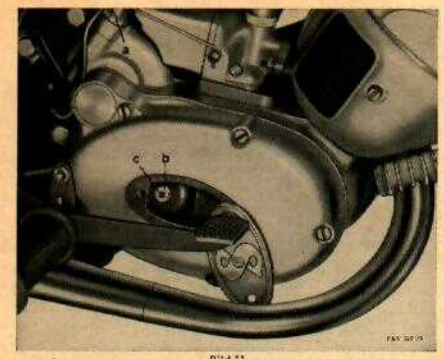
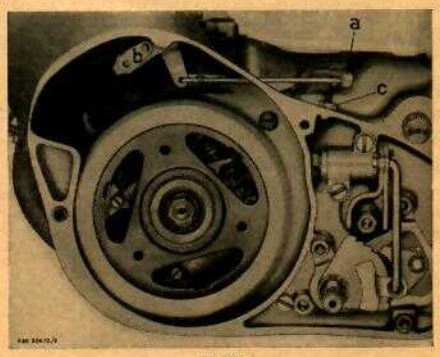
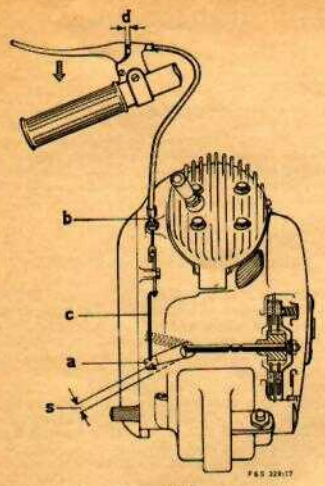

Bild 11
Bild 12
Bild 13
Zur **Ölkontrolle** Motor etwas laufen lassen, Fahrzeug waagerecht stellen und die Ölkontrollschraube a (Bild 5) herausschrauben. Falls hier kein Ölaustritt erfolgt, SACHS-Getriebeöl oder Marken-Getriebeöl SAE 80 durch Öleinfüllöffnung (siehe a, Bild 11) nachfüllen, bis Öl zum Vorschein kommt.
Ölwechsel erfolgt nach 10 000 Fahrkilometer, bzw. einmal jährlich. Dazu Motor warmfahren, Fahrzeug waagerecht stellen, Ölablaßschraube b und Ölkontrollschraube a (Bild 5) herausschrauben, Altöl restlos ablaufen lassen (Neigen des Fahrzeugs um die Längs- bzw. Querachse). Ölkontroll- und Ölablaßschraube wieder einschrauben, durch die Öleinfüllöffnung a (Bild 11) 200 cm³ SACHS-Getriebeöl oder Markengetriebeöl SAE 80 einfüllen. Sollte die Öleinfüllöffnung durch Rahmenteile schwer zugänglich sein, kann beim **Ölwechsel** die Einfüllmenge von 200 cm³ durch die Gehäuseöffnung (rechte Motorseite Bild 11) eingegeben werden. Dann ist jedoch unbedingt erforderlich, daß vor der Ölstandskontrolle das Fahrzeug etwa 3...4 km gefahren wird. Dies gilt auch für den Fall, daß die Getriebeölmenge nur nachgefüllt wird.
Diese Aufgaben erfüllt sie immer zuverlässig, wenn sie richtig eingestellt ist und auch ein ganz geringer natürlicher Verschleiß rechtzeitig berücksichtigt wird. Die Einstellung wird auf folgende Weise vorgenommen (Bild 13):
1. Am Winkelhebel b (Bild 12) wird der Seilzug ausgehängt und geprüft, ob sich das Kupplungshebelende a (Bild 13) etwa 10 mm bewegen läßt. Ist dies nicht der Fall, ist eine Korrektur nach Punkt 4 durchzuführen.
2. Die Stellschraube b (Bild 13) des Kupplungs-Seilzuges wird bei kaltem Motor so eingestellt, daß am Lenkerkupplungshebel ein Spiel von 1 bis 3 mm bleibt, d (Bild 13).
4. Ist es nicht mehr möglich, die Seilzugstellschraube weiter hineinzudrehen oder hat der Motorkupplungshebel keine 10 mm Spiel, öffnet man den „S"-Deckel an der rechten Seite des Gehäuses (Bild 11). Die innere Kupplungsstellschraube c mit Gegenmutter b wird jetzt zugänglich (Bild 11). Nach Lösen der Gegenmutter wird die innere Stellschraube soweit herausgedreht, bis das unter Punkt 1 geforderte Spiel am Motorkupplungshebel wieder vorhanden ist (Bild 13).
Anschließend hängt man das Kupplungsseil wieder ein und stellt mittels der Seilzugschraube b (Bild 13) oder am Lenkerkupplungshebel ein Spiel von 1...3 mm ein, d (Bild 13).